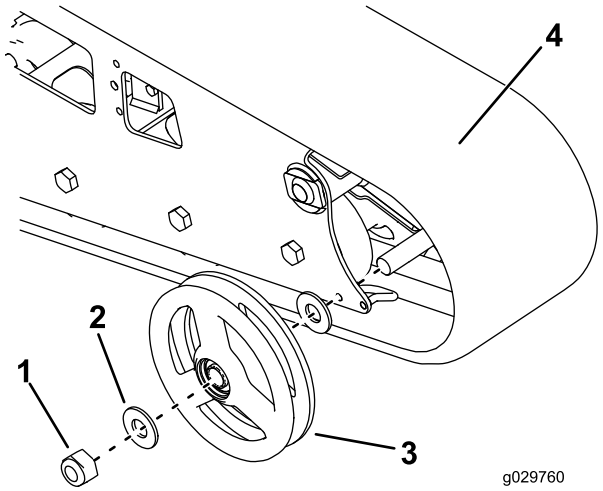

Rysunek 57
2. Odkręć nakrętkę mocującą zewnętrzne koło przednie, a następnie zdejmij koło (Rysunek 57).
3. Zdejmij gąsienicę (Rysunek 57).
4. Zdejmij dwie duże podkładki z kół zewnętrznych, jedną po każdej stronie każdego z kół (Rysunek 57).
7. Załóż nową gąsienicę (Rysunek 57).
8. Załóż zewnętrzne koło przednie i zabezpiecz je wcześniej odkręconą nakrętką (Rysunek 57).